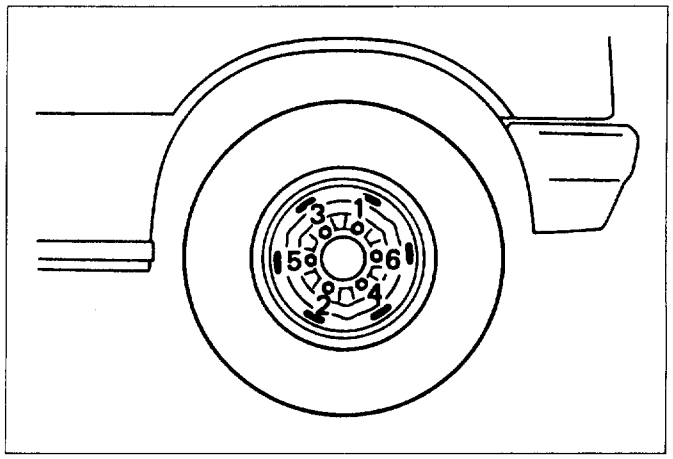

Fig. 3E-9
- Tighten the wheel lug nuts to the specified torque in numerical order (Fig. 3E-9).